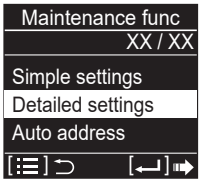

Fig. 4-12-3-3
(3) Select the “Unit no.” (Fig. 4-12-3-4) by pressing the ∨ or ∧ button.